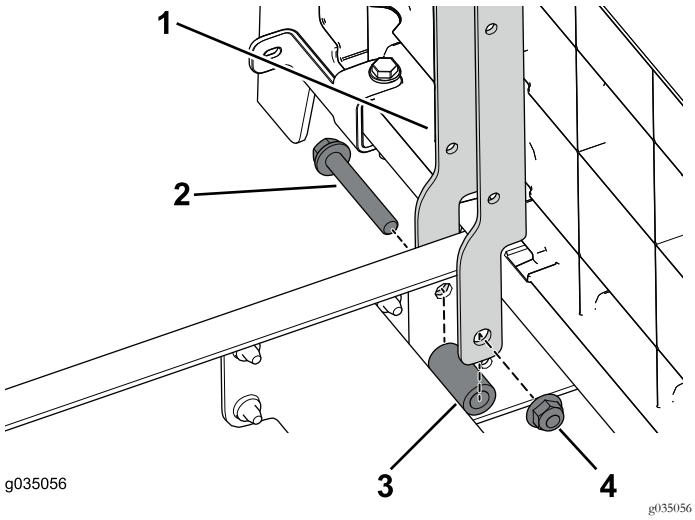

Figura 91
1. Utilice los 2 pernos (3/8" x 2½"), espaciadores y tuercas con arandela prensada para sujetar los soportes de asiento izquierdo y derecho a la sección delantera de la máquina (Figura 91).